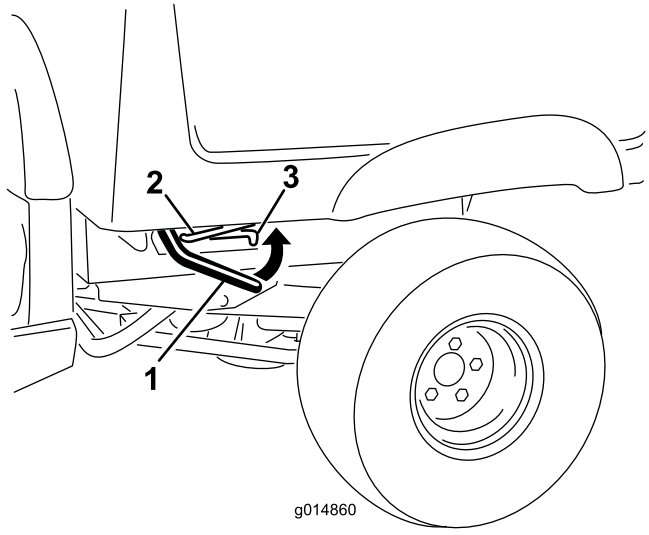

Figura 10
1. Sollevate la leva del dispositivo di fermo sul lato vicino all'angolo anteriore del cassone e sollevate il casso stesso (Figura 10).
2. Fissate il cassone tirando l'asta di supporto nell'arresto posteriore all'estremità della fessura che si trova nel telaio a sinistra della macchina (Figura 10).
1. Sollevate il cassone alzando leggermente la leva del dispositivo di fermo (Figura 10).
2. Estraete l'asta di supporto dalla fessura dell'arresto (Figura 10).
3. Abbassate il carico in modo da bloccarlo in sicurezza (Figura 10).